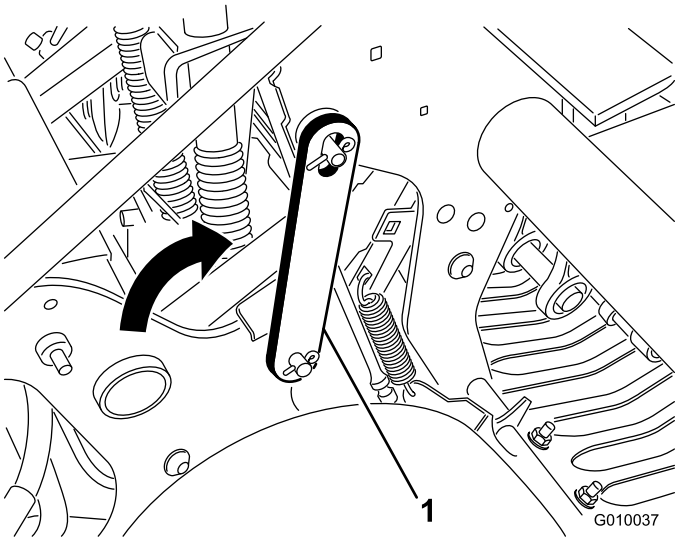

Figur 21
3. Vrid servicespärren bakåt, och sätt fast den på luftarhuvudstappen (Figur 21). Fäst den med klämringen.